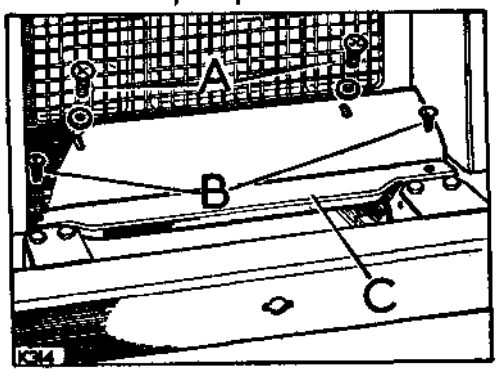

**Fig. A2-4. Apron panel fixings**
4. Refit the front apron panel. Fig. A2-4 refers.